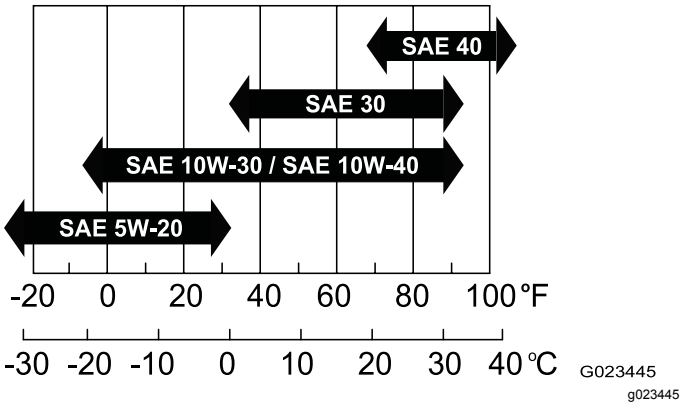

**Figur 37**
- **Viskositet:** SAE 30; se følgende skema med oplysninger om andre viskositeter (Figur 37):